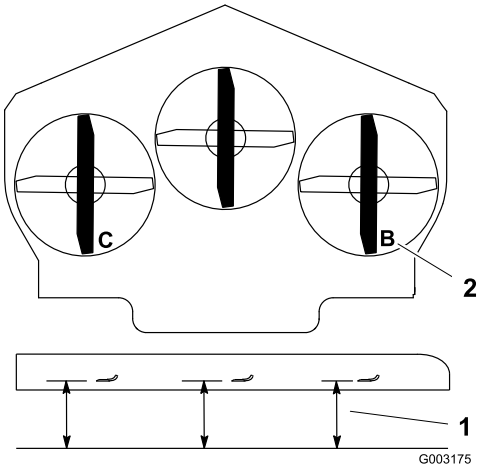

Figuur 67
1. Zet het rechter maaimes in de schuinstand (Figuur 67).
2. Meet het rechtermes bij punt **B**. Meet de afstand tussen een horizontaal oppervlak en de snijrand van het maaimes (Figuur 67).
4. Zet het linker maaimes in de schuinstand (Figuur 67).
5. Meet het linkermes bij punt **C** (Figuur 67). Meet de afstand tussen een horizontaal oppervlak en de snijrand van het maaimes.